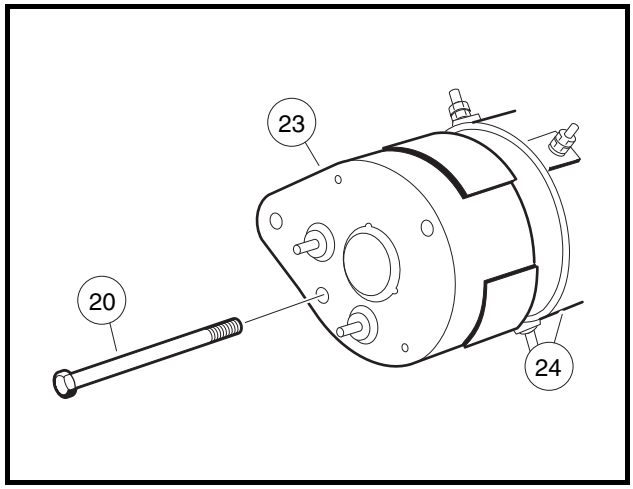

Figure 12-2 Commutator End Cover
1. Remove the two bolts (20) and pull commutator end cover (23) free of starter/generator housing (24) **(Figure 12-2, Page 12-2)**. **See following NOTE.**
3. Install the commutator end cover (23) onto the armature shaft. Align the locating pin with the pin hole in the cover. Install two M6 x 180 mm bolts (20) and tighten to 100 in-lb (11.3 N·m) **(Figure 12-2, Page 12-2)**.
2. Remove the two bolts (20), and pull commutator end cover (23) free of the starter/generator housing (24) **(Figure 12-2, Page 12-2)**.
9. Install the commutator end cover (23) onto the armature shaft. Align the locating pin with the pin hole in the cover. Install the two M6 x 180 mm bolts (20), and tighten to 100 in-lb (11.3 N·m) **(Figure 12-2, Page 12-2)**.